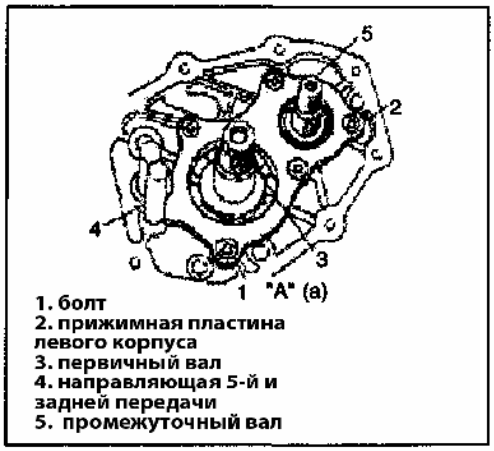

Рис. 406
3) Установите прижимную пластину левого корпуса в паз направляющей пятой и задней передачи и затяните болты (Рис. 406).